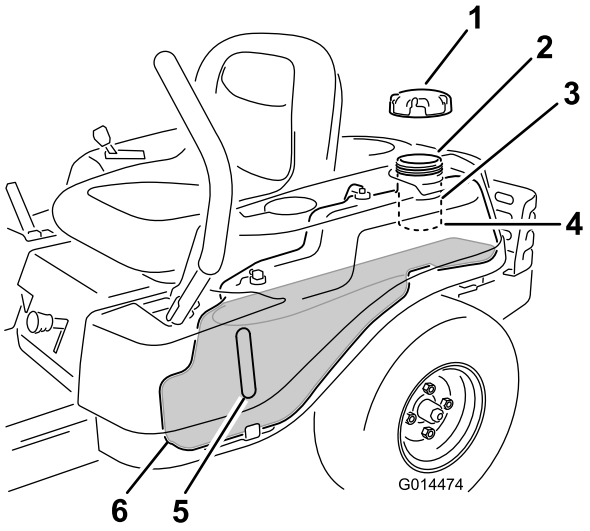

Figur 8
Bemærk: Kontroller benzinstanden gennem brændstofvinduet, inden der fyldes benzin på tanken (Figur 8).
2. Fyld**langsomt** benzin på brændstoftanken, indtil benzinen når op til bunden af påfyldningsstudsen (Figur 8).